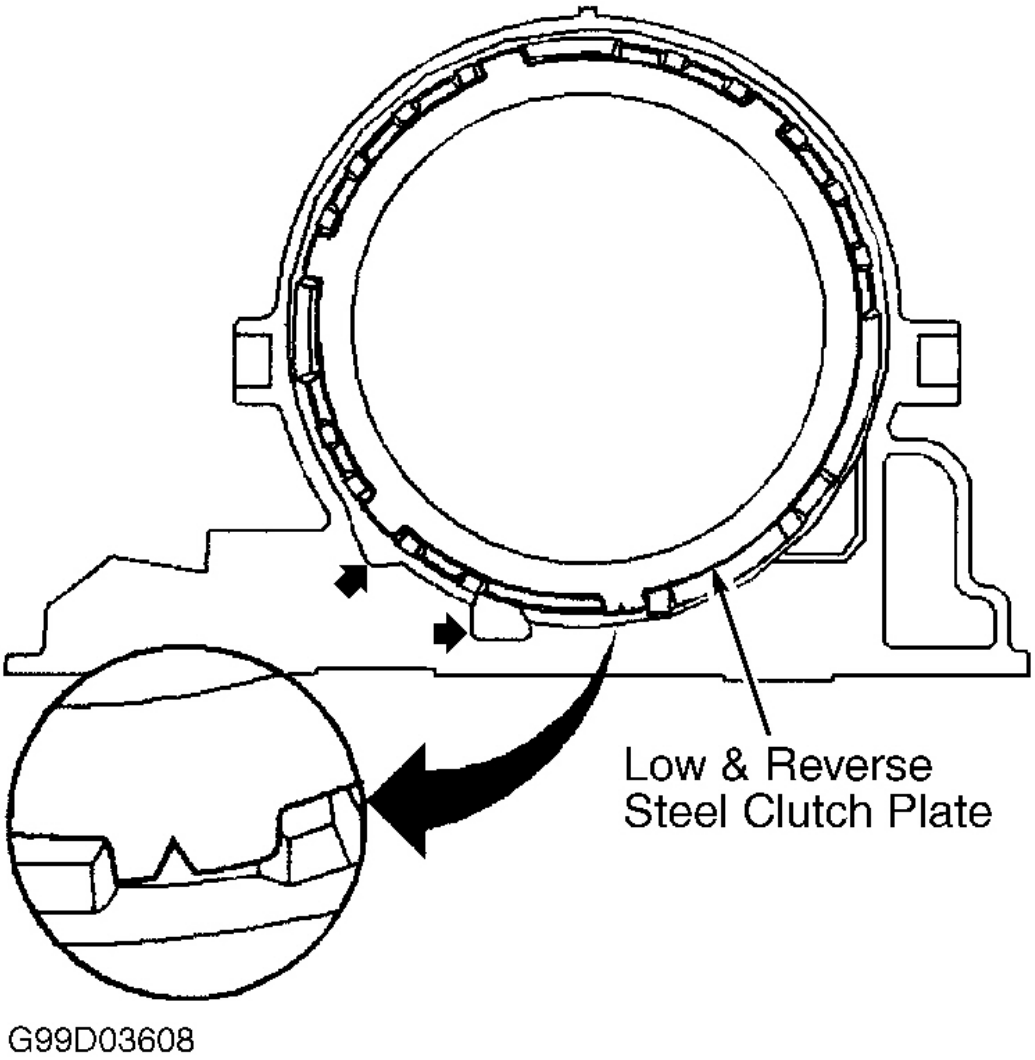

Fig. 78: Installing Low-Reverse Clutch Steel Plates
(1) Clutch pack height is measured without spacer plate in position.
5. Place spacer plate between waved plate and first composition plate with identification facing upward. Measure overall height of clutch pack. Overall height should be 1.15-1.18" (29.2-29.9 mm). Install low-reverse clutch pack into transmission case. Ensure clutch plates align with splines of reaction carrier. Ensure steel plates are properly indexed in transmission case. See **Fig. 78** .